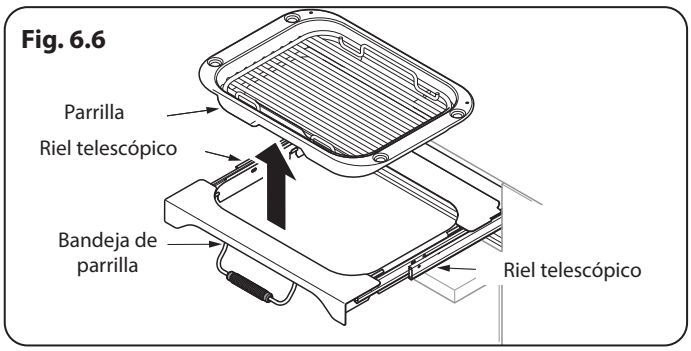

Fig. 6.6
1. Para sacar la asadera, jale el conjunto de la charola hacia adelante (**Fig. 6.5**) y luego levante la asadera sin el conjunto de la charola de la asadera (**Fig. 6.6**)